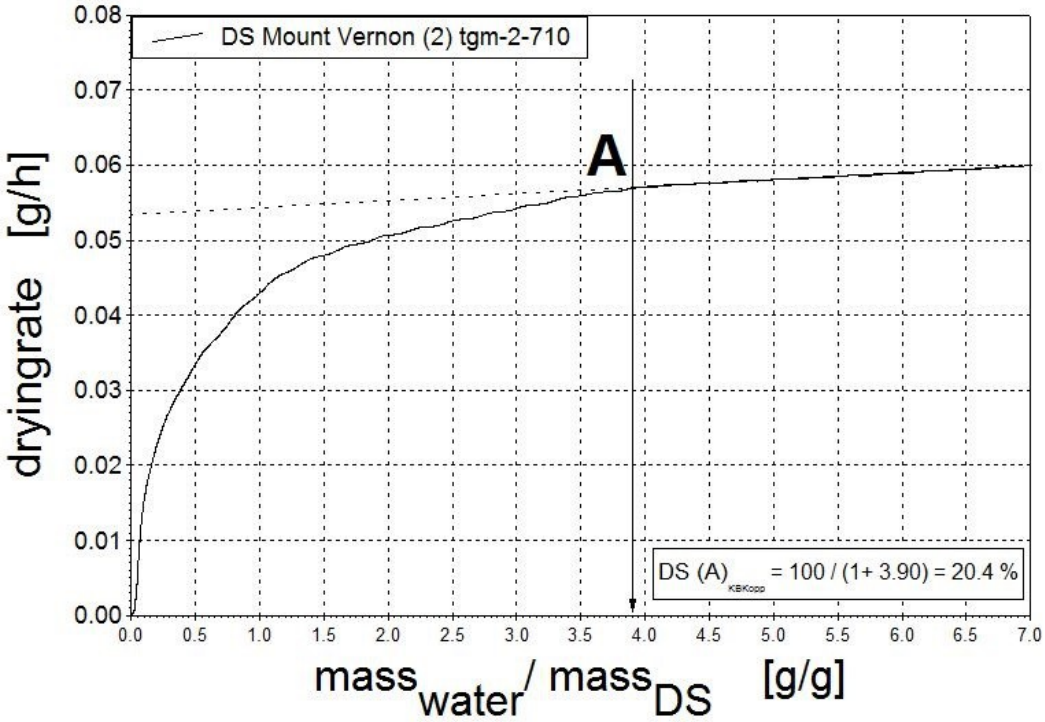

Fig. 1: Drying curve from sludge sample DS Mount Vernon (April 2017)
**Fig. 1 shows drying curve of tested sludge. The max. mechanical dewatering $DS(A)_{KBKOPP}$ result from this sludge sample is 20.4 % DS in sludge cake. Accuracy of thermogravimetric measurement lies at about ± 1.5 % DS, this means that the sludge from Tychy is adequately dewatered when a result ≥ 18.9 % is reached in sludge cake with decanters or chamber filter presses.**